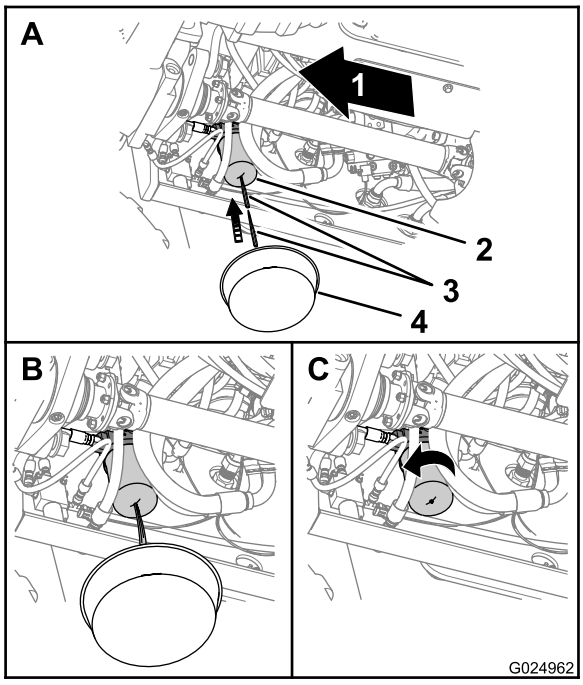

Figura 96
1. Collocate una bacinella di spurgo sotto il filtro dell'olio della trasmissione (Figura 96).
2. Punzonate la base del filtro della trasmissione e lasciate defluire il fluido idraulico restante nella bacinella di spurgo (Figura 96).
3. Togliete il filtro della trasmissione con una chiave per filtri e scartatelo (Figura 96).
6. Montate il nuovo filtro a mano e serrate il filtro da mezzo a tre quarti di giro dopo che il filtro entra in contatto con la relativa testa (Figura 96).